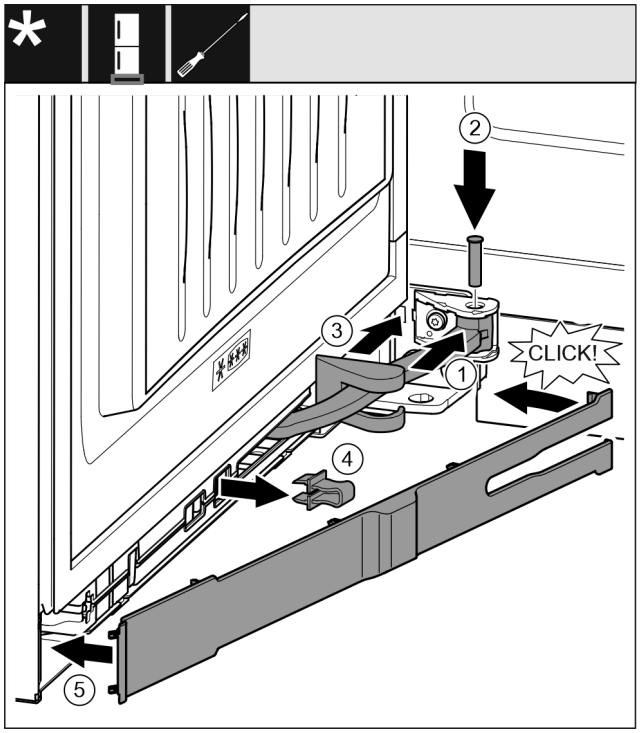

Fig. 69
- ▶ Otočte kloub *Fig. 69 (1)* v závěsu.
- ▶ Šroubovákem vložte čep *Fig. 69 (2)* do závěsu a kloubu. Přitom dávejte pozor, aby byla zajišťovací vačka správně usazena v drážce.
- ▶ Posuňte kryt stojanu ložiska *Fig. 69 (3)* podél kloubu a namontujte nad závěsem.
- ▶ Pojistku *Fig. 69 (4)* vytáhněte.
- ▶ Záslepku *Fig. 69 (5)* na straně madla nasaďte a sklopte.